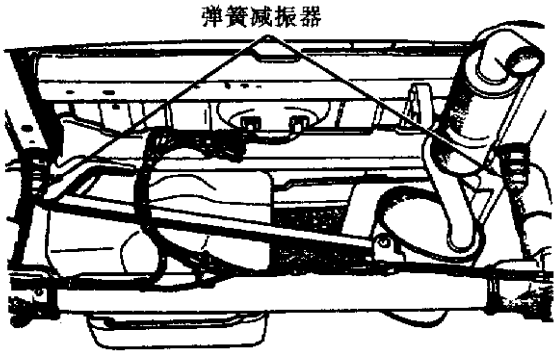

图 8-16　重载工作的弹簧减振器
(1)拆卸：作为总成进行维修，安装在车纵梁的焊接螺孔塞上(图 8-16)。